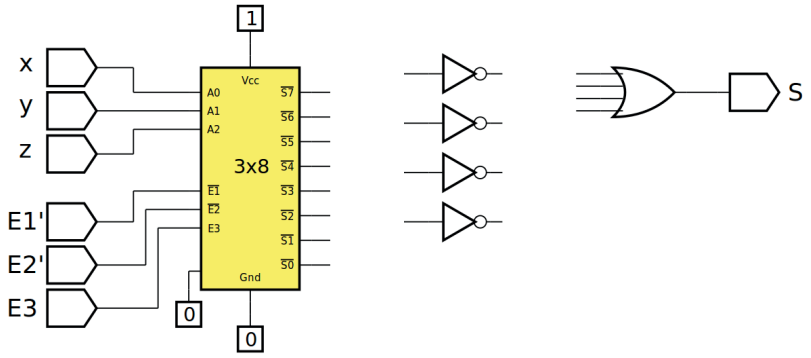

Figura 7.9 – Diagrama esquemático.
2. Complete o desenho da figura 7.9, 7.10 e 7.11, conforme a equação booleana encontrada. Utilize as portas NE, do CI TTL 74LS00, como inversores e utilize duas portas OU, do CI TTL 74LS32, como uma porta OU de quatro entradas.
6. Utilize um programa de simulação em computador (SmartSim, Atanua, Qucs) faça a simulação do circuito da figura 7.9. Compare os resultados com a tabela 7.2.